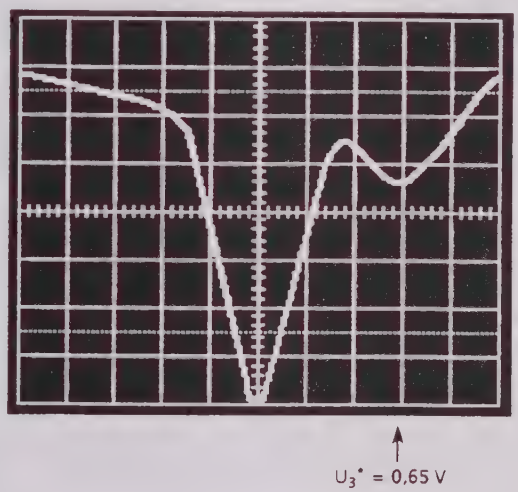

Bild 5-5 Typische Oszillogramme des Ausgangssignales an X101 (RFO REF) nach Abgleich des Ausblendteilers
- U_1 (Amplitude des Hauptimpulses, siehe Bild 5-5) mit dem Abgleichpunkt AMPLITUDE (C442) auf Maximum abgleichen.
- U_3 (Amplitude des zweiten Nachbarimpulses, siehe Bild 5-5) mit LAUFZEIT (R434) auf U_3/U_1 = 0,25 ± 0,05 abgleichen.